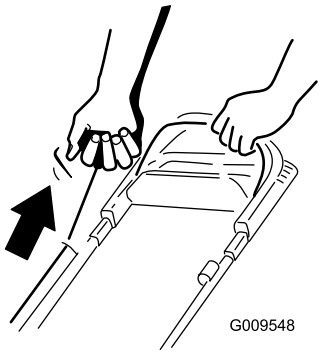

Figur 18
2. Dra i startsnörehandtaget (Figur 18).
Obs: Dra lätt i starthandtaget tills du känner motstånd och dra sedan kraftigt (Figur 18). Låt snöret sakta gå tillbaka till handtaget.